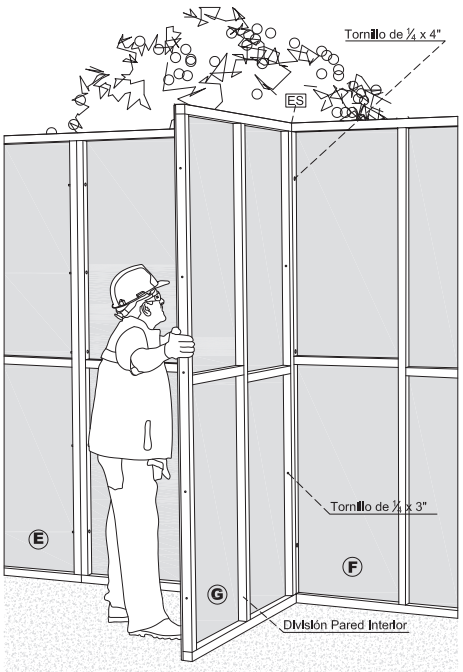

Fig. 21
* Una vez realice la fijación de los tornillos ubique un panel paso (G) de forma perpendicular a la pared para generar la división interior fig. 21.